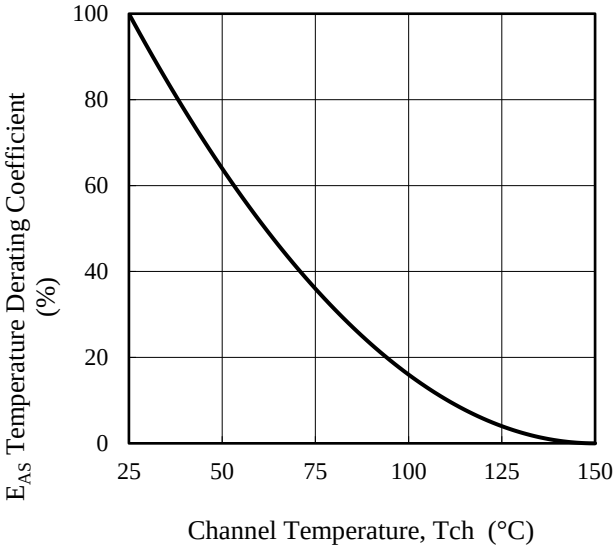

Figure 4-2 Avalanche Energy Derating Coefficient Curve
(1) See Section 4.3.
(2) The Maximum Switching Current is the drain current determined by the drive voltage of the IC and threshold voltage of the MOSFET, $V_{GS(th)}$.
(3) See Figure 4-2.
(4) Single pulse, V_{DD} = 99 V, L = 20 mH
(5) See Section 4.2 T_A-P_{D1}Curve.